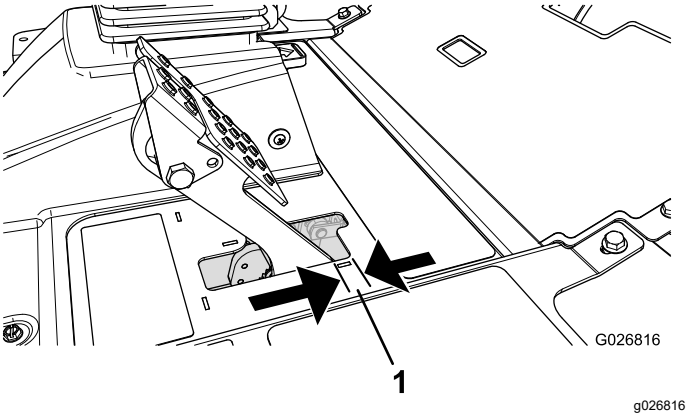

**Figuur 112**
4. Trap het rempedaal lichtjes in en meet de afstand die het pedaal zonder weerstand aflegt (Figuur 112).
**Opmerking:** Stel de remmen af als het rempedaal meer dan 2,5 cm speling heeft (Figuur 112), of als er meer remkracht nodig is.
6. Draai de achterste moeren vast om de kabel naar achteren te halen totdat het rempedaal 6 tot 13 mm speling heeft (Figuur 112) voordat de parkeerrem de wielen aangrijpt.